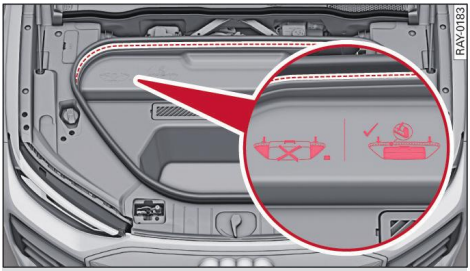

Fig. 53 Front compartment with storage compartment: Marking indicating maximum load height
- When storing objects in the storage compartment, make sure not to exceed the maximum load height ⇨ *Fig. 53*.
– Objects that protrude from the storage compartment may increase the risk of injury to pedestrians and cyclists in the event of an accident. Do not store any objects in the storage compartment such that they protrude past the marking ⇨ *Fig. 53*.
Objects that protrude from the storage compartment may damage the bonnet from the inside. Do not store any objects in the storage compartment such that they protrude past the marking ⇨ *Fig. 53*.